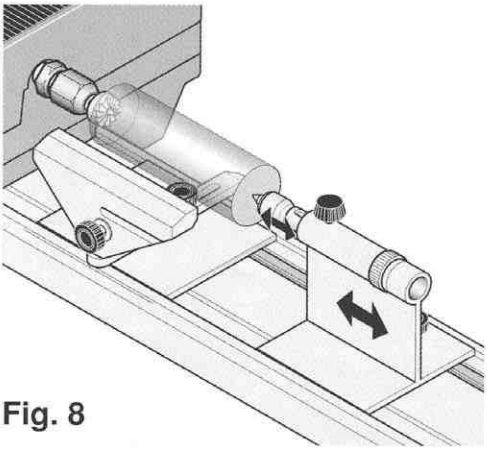

Fig. 8
2. Reitstock an die Stirnseite des Werkstücks heranschieben, wie in Fig. 8 gezeigt, und mit der Rändelmutter am Bett festklemmen, genau wie im vorigen Kapitel beschrieben.